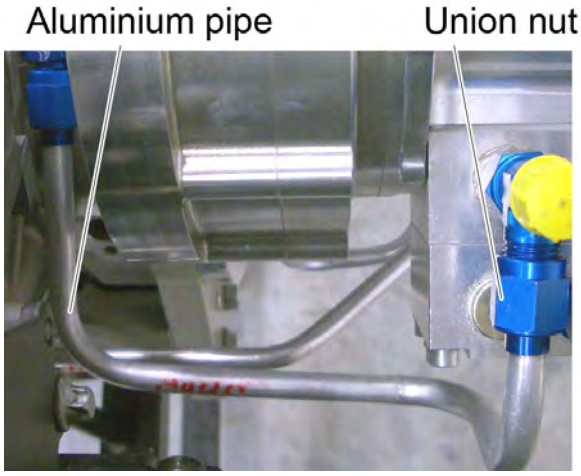

Figure 1
1. ***Detach the union of the aluminium pipe nut at the Constant Speed Unit (CSU) while holding the T-piece steady. See Figure 1.***